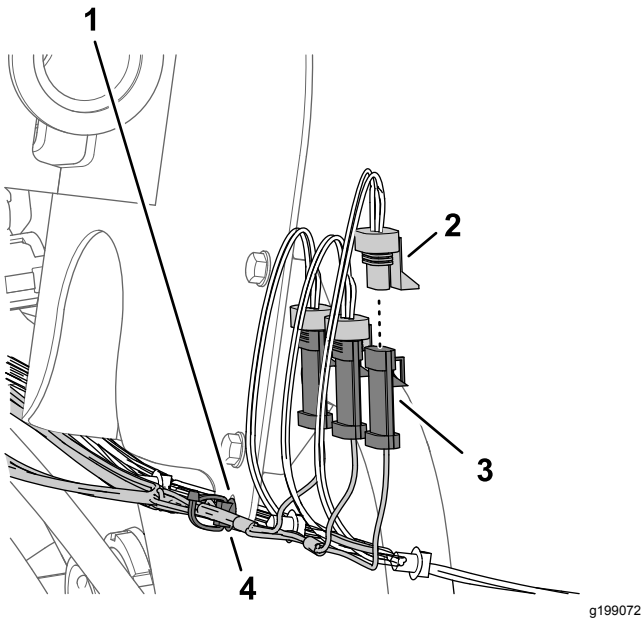

Rysunek 86
1. Podłącz złącze 3-stykowe gniazdowe odgałęzienia wiązki przewodów 89 cm oznaczone LEWY ZRASZACZ do złącza 3-stykowego gniazdowego wiązki przewodów maszyny oznaczonego LEWY ZAWÓR ZRASZANIA (Rysunek 86).
2. Podłącz złącze 3-stykowe wiązki przewodów z zestawu oznaczone ŚRODKOWY ZRASZACZ do złącza 3-stykowego gniazdowego wiązki przewodów maszyny oznaczonego ŚRODKOWY ZAWÓR ZRASZANIA (Rysunek 86).
3. Podłącz złącze 3-stykowe wiązki przewodów z zestawu oznaczone PRAWY ZRASZACZ do złącza 3-stykowego gniazdowego wiązki przewodów maszyny oznaczonego PRAWY ZAWÓR ZRASZANIA (Rysunek 86).
4. Włóż łącznik wciskany wiązki przewodów z zestawu w otwór w kołnierzu wspornika przepływomierza (Rysunek 86).